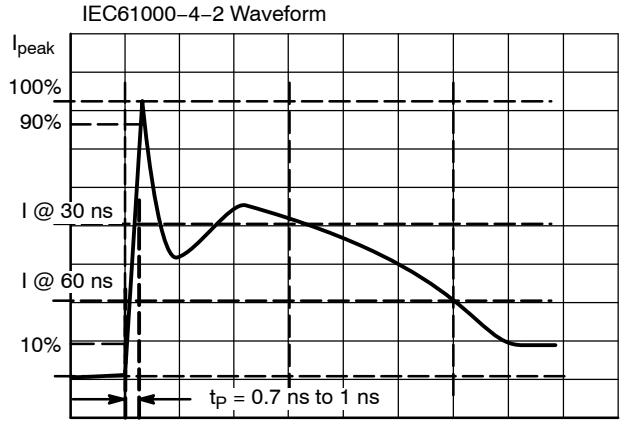

Figure 3. IEC61000−4−2 Spec
7. For test procedure see Figures 3 and 4 and Application Note AND8307/D.